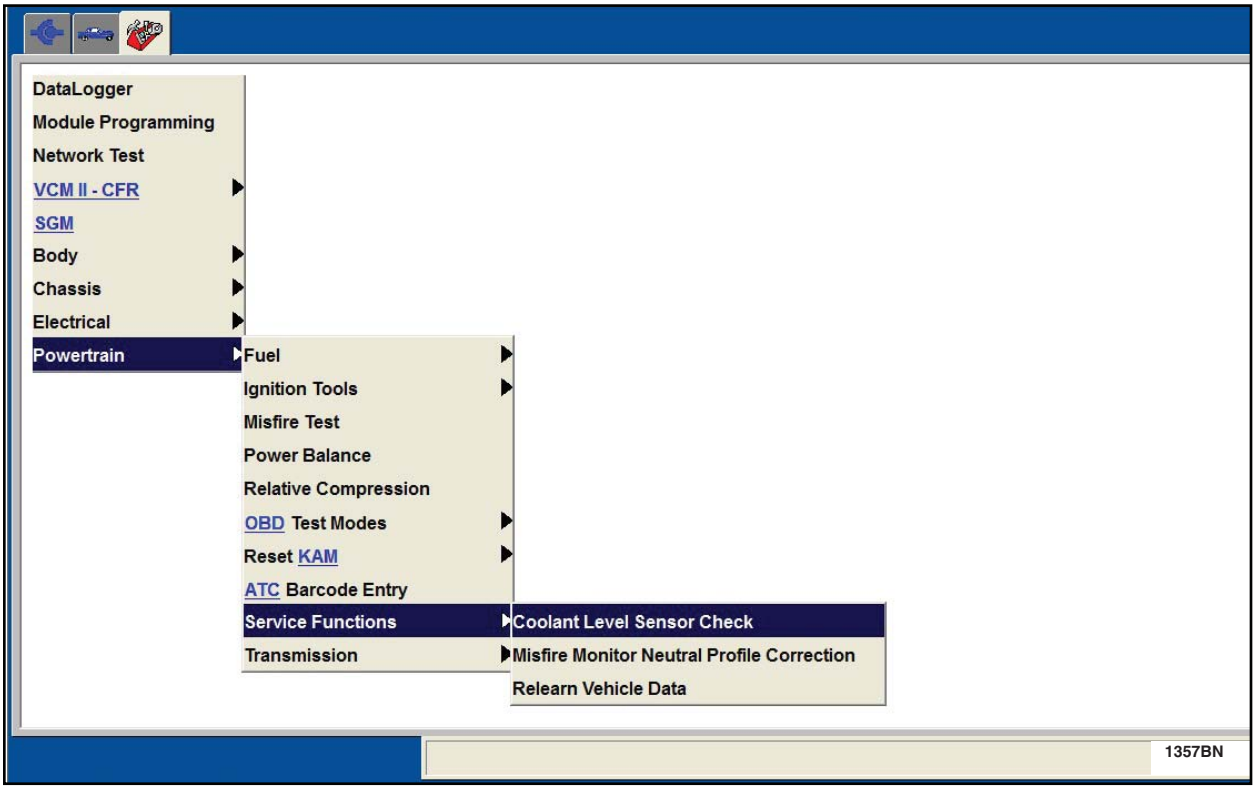

FIGURE N2
12. Using IDS select "Coolant Level Sensor Check". See Figure N2.